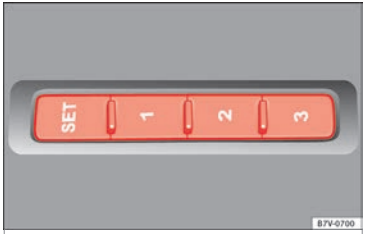

Fig. 82 Memory buttons on the outside of the driver seat
- Keep the SET button held down for more than one second ››› **Fig. 82**.